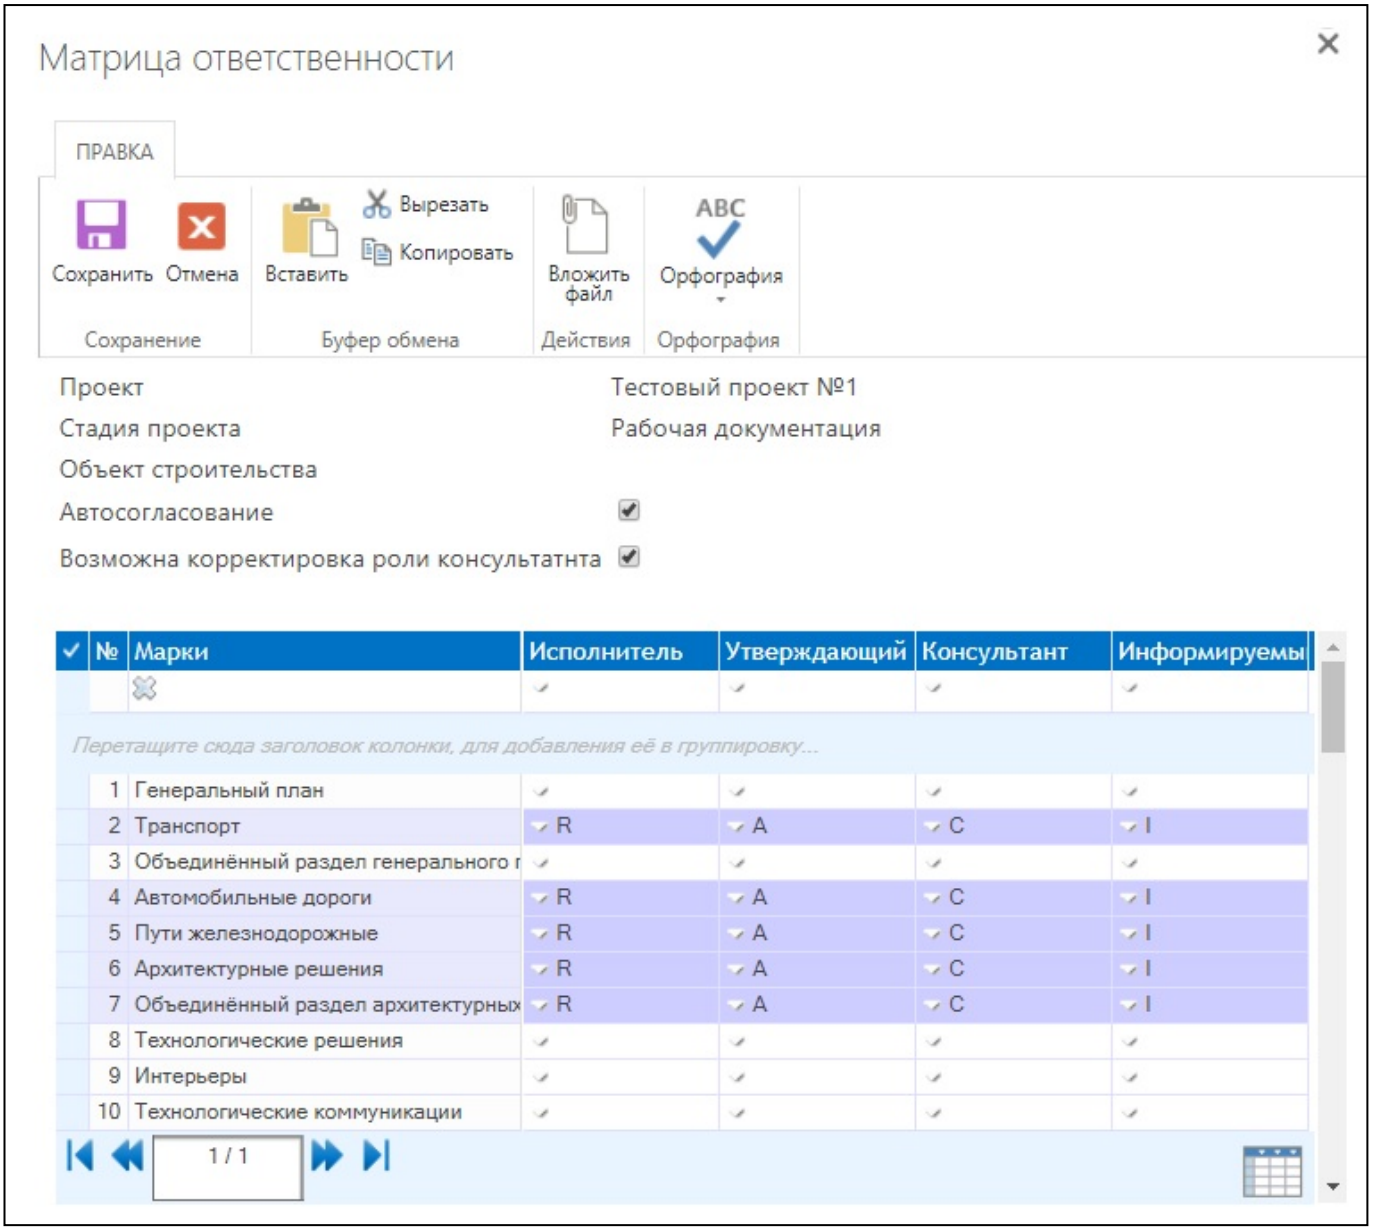

*Рисунок 2. Карточка матрицы согласования (ответственности)*
1. Включать и назначать степени ответственности для добавленных ролей в разрезе значений атрибутов согласуемых документов (см. Рисунок 2). Для быстрого заполнения ячеек в таблицах можно воспользоваться сочетанием клавиш «Ctrl+C» для копирования и «Ctrl+V» для вставки. Копирование возможно, как для строк, так и для ячеек, что значительно увеличивает скорость заполнения таблицы;